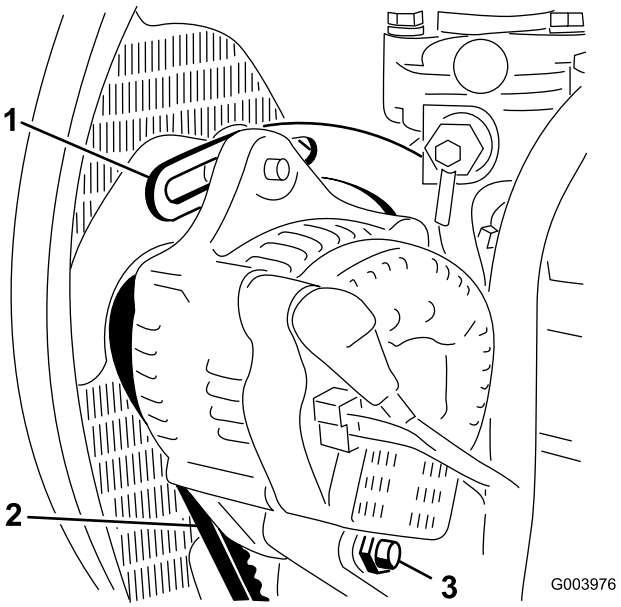

Figur 65
2. Kontroller generatorremmens tilspænding ved at trykke den ned (Figur 65) midt mellem generatoren og krumtapakslen med en belastning på 10 kg.
3. Løsn den bolt, der fastgør afstiveren til motoren (Figur 65), den bolt, der fastgør generatoren til afstiveren, og drejebolten.